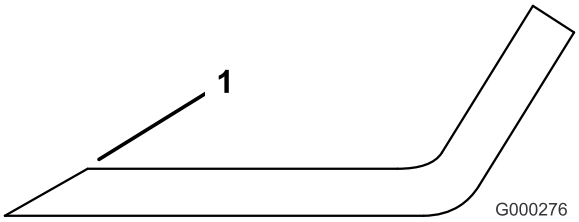

Рисунок 84
3. Проверьте режущие кромки на всех ножах. Заточите режущие кромки, если они затупились или выщерблены. Для обеспечения остроты затачивайте только верхнюю сторону режущей кромки и сохраняйте первоначальный угол заточки (Рисунок 84). Балансировка ножа не нарушается, если с обеих режущих кромок удаляется одинаковое количество материала.